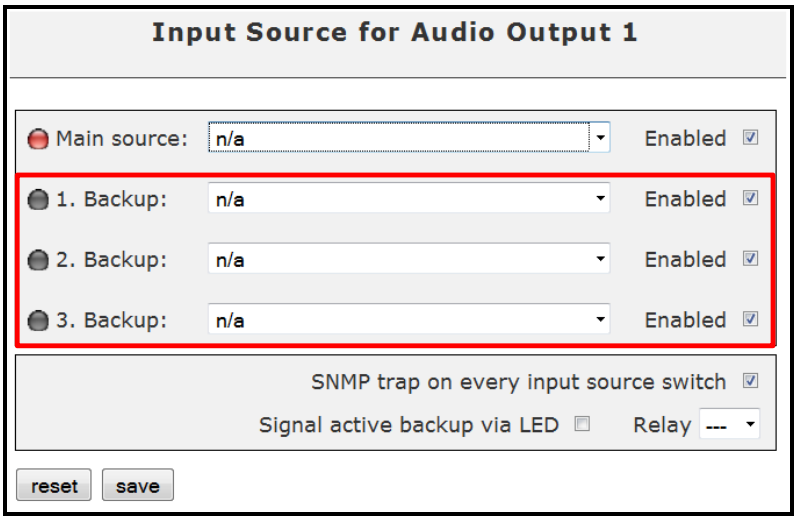

Fig. 24: Backup source settings for Audio Output 1.
2. In the red box in Fig. 24 you can activate and configure up to three backup sources.
In every settings menu for Input Sources there is a field (e.g. under the red frame in Fig. 24), in which you can activate monitoring function of the SNMP manager for the current input source and enable the signal for active backup via LED which will be blinking red, if a backup source is active. You can also set up the relays' number for alarm signal. Note that you can choose only the relay, which is activated under **Interface Settings → Relay** for alarm.